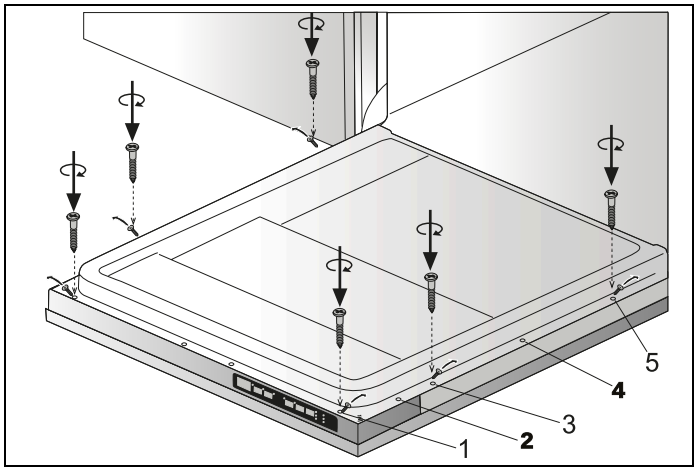

Fig. 28
6) The screws located on the wooden door are fitted to the dishwasher at the discharges located on the door outer sheet and are assembled as shown in Fig. 28 .
8) As shown in Fig. 28 , Screws Ø5/32″ x 53/32″ (Ø4mm x 42.5mm) are installed in positions I, III and V.